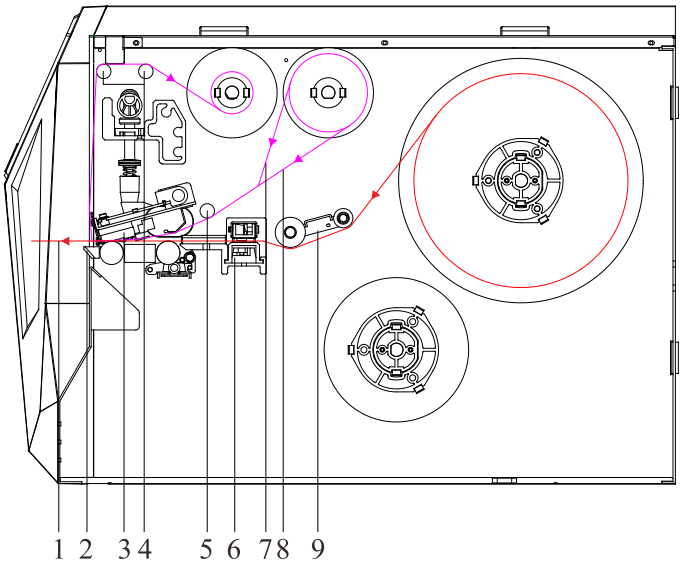
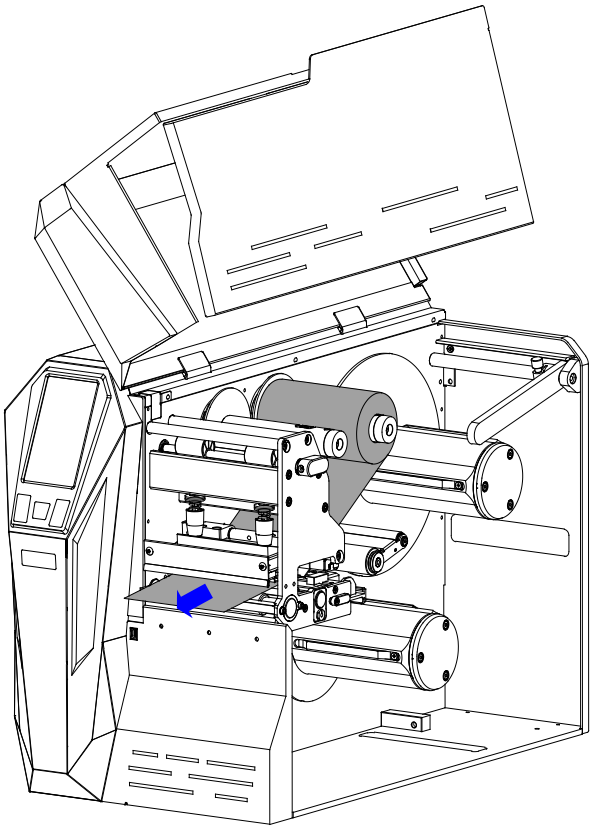

Figure 2-4 Loading Paths in Tear-off Mode
Figure 2-13 Thread Ribbon through Printhead Assembly
Figure 2-4 shows the consumables' loading paths in Tear-off Mode.
5. Follow the ribbon path indicated in Figure 2-4, thread the ribbon under the Ribbon Guide Rod and pass the Printhead Assembly, make sure that the ribbon's ink side is facing the media. See Figure 2-13.